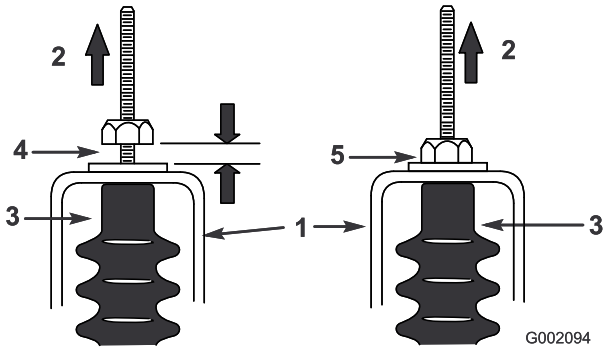

Figur 36
5. Trekk opp hver girkabel for å sikre at det er et mellomrom på 0,76–1,52 mm mellom mutter/skive og nøytral brakett (Figur 36). Hvis det ikke er et mellomrom, juster mutterene til et mellomrom på 0,76–1,52 mm.